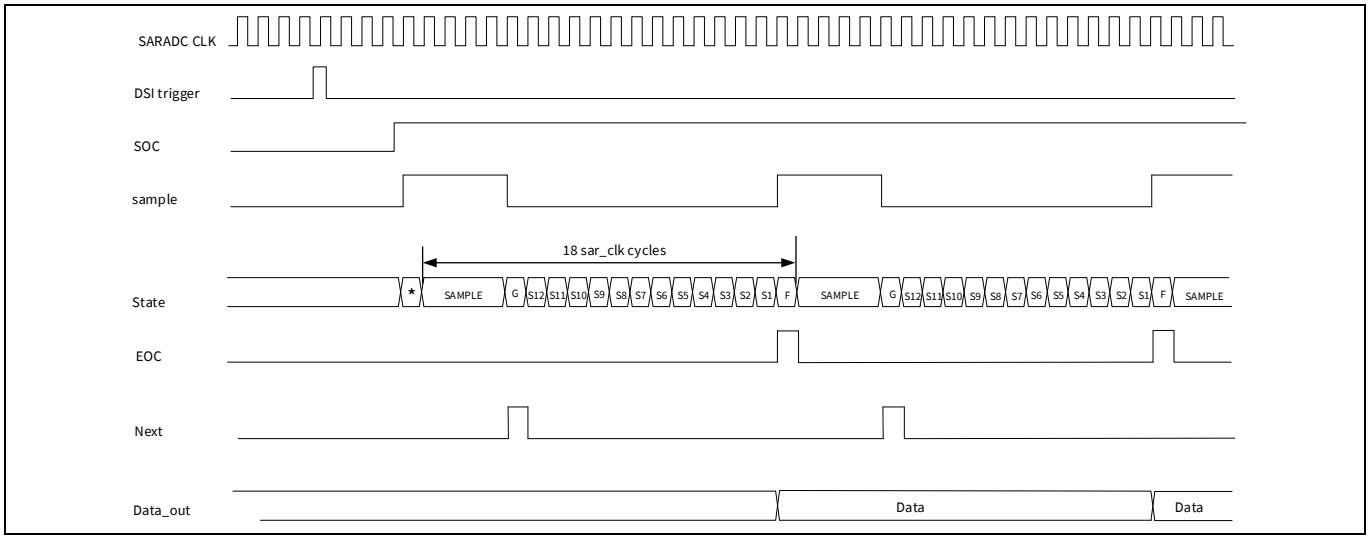

**Figure 22-4. SAR ADC timing**
**Figure 22-4** shows the SAR ADC timing diagram. A 12-bit resolution conversion needs 14 clocks (one bit needs one sar_clk, plus two excess sar_clk for G and F state). With acquisition time equal to four sar_clk cycles by default, 18 clock sar_clk cycles are required for total ADC acquisition and conversion. After sample (acquisition), it will output the next pulse. The SARMUX can route to another pin and signal; this will be done automatically with sequencer control (see **"SARSEQ"** on page 221 for details).